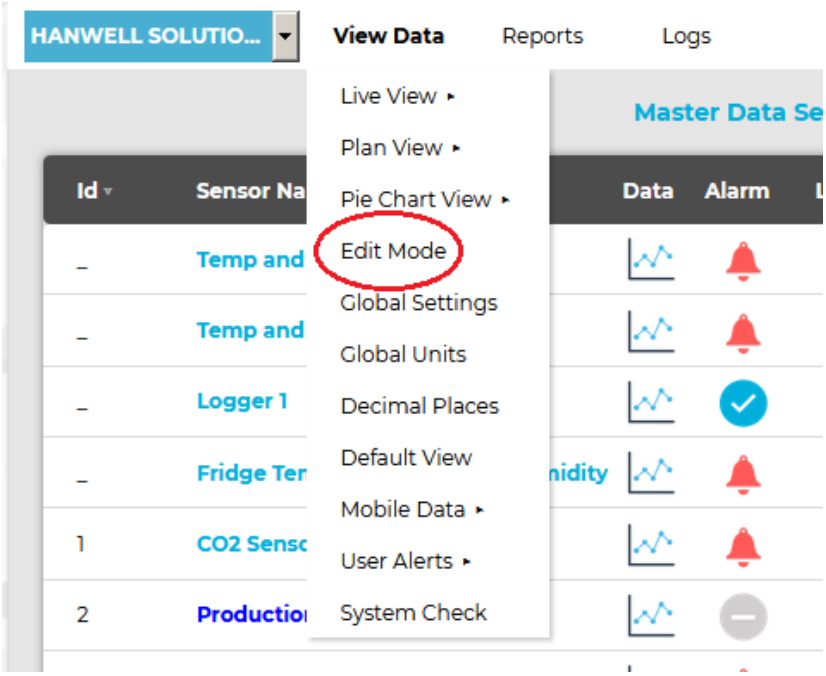

Figure 22
1. From the required Site's **Live View** window, select **Edit Mode** from the main **View Data** menu. See Figure 22 below: